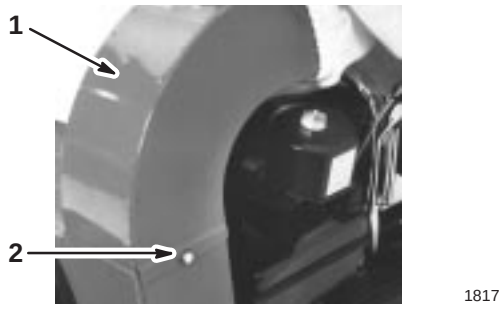

Bild 7
1. Montieren Sie den Auswurfkanal mit einer Schraube (1/4 Zoll) und Sicherungsscheibe (Bild 7).